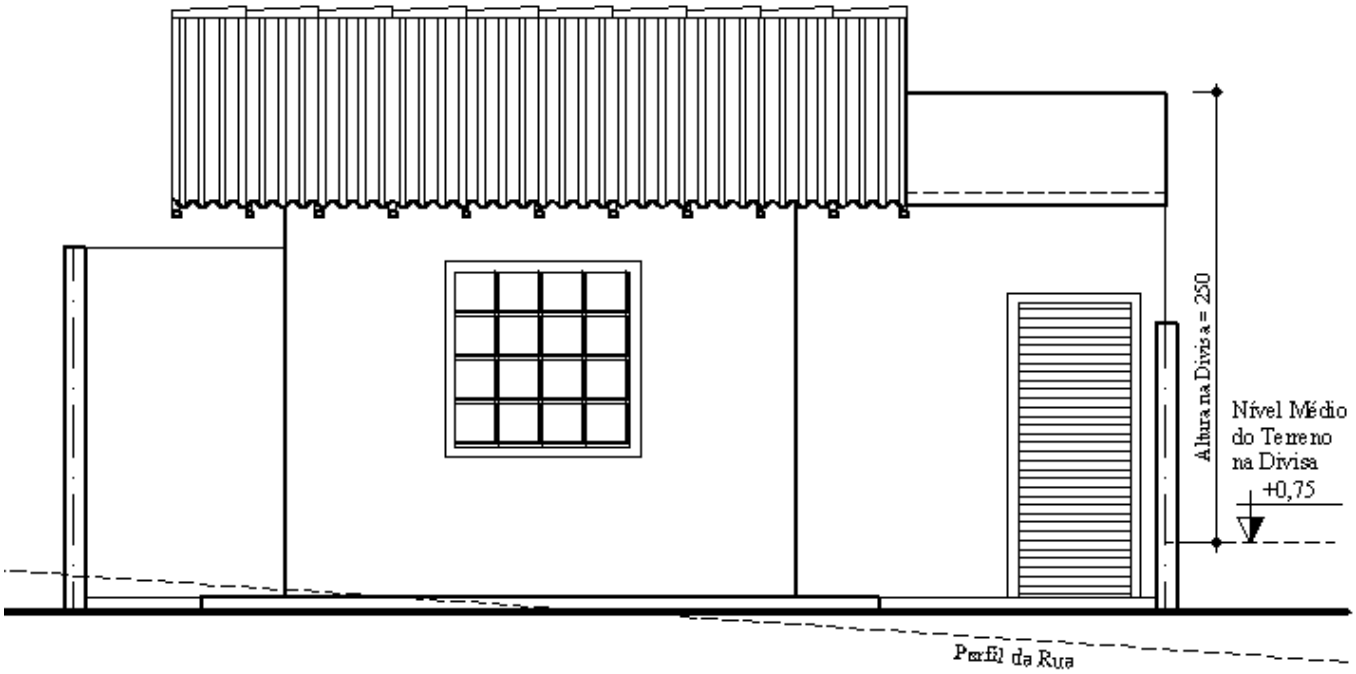

FIGURA 48
C.3.3) Altura na Divisa: Deverão ser apresentadas, nas fachadas, quando existirem, as cotas referentes à altura da edificação na divisa e seus níveis de referência, da mesma forma como apresentadas e descritas anteriormente nos cortes (FIGURA 48) – ver ITEM C.2.7.
C.3.4) Terreno e Perfil da Rua: Nas fachadas, o terreno deve ser representado com uma linha contínua, simples e de traço mais grosso. A indicação do perfil ou greide da rua é opcional, em linha tracejada fina (FIGURA 48).